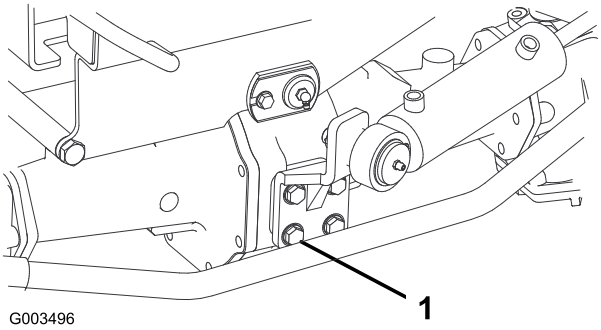

**Figur 69**
2. Dra åt de fyra skruvarna för styrcylinderns montering (Figur 69) till 65–81 N·m.